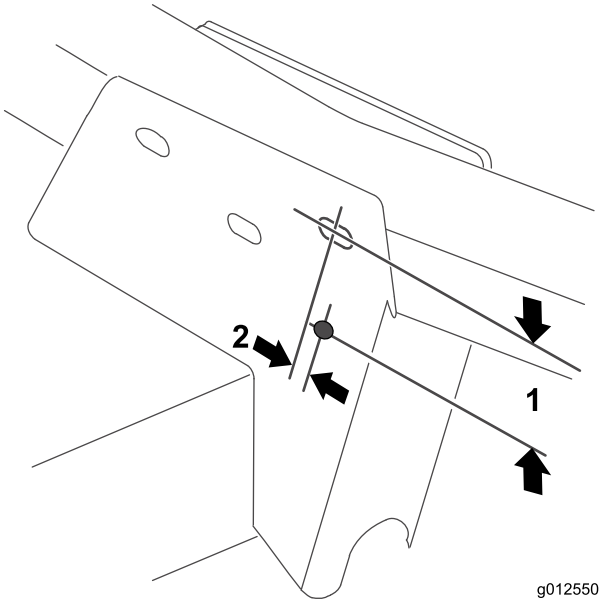

Figuur 22
1. Gebruik de afmetingen in Figuur 22 om een gat met een diameter van 11/32 inch af te tekenen en te boren door de beide wanden van de beugel van de zwenkarm rechts vooraan.